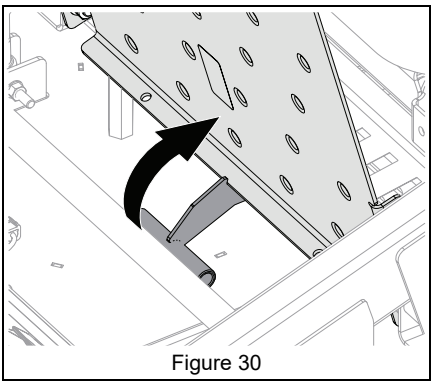

Figure 30
3. Pull bypass handle and secure notch to footplate ledge. See Figure 30.